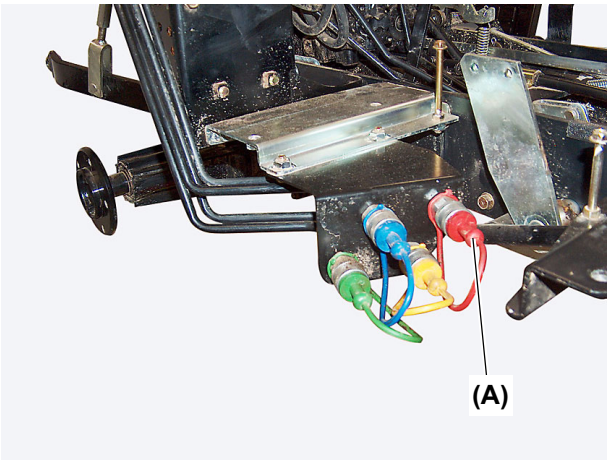

Fig. 1
1. Find the hydraulic control valve on the right side of the tractor frame and install the pressure gauge at the coupler (Fig. 1, (A)).